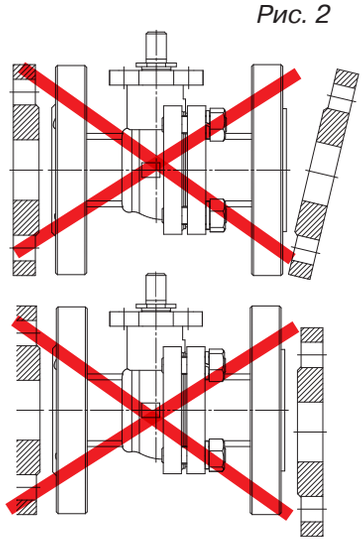

Рис. 3
7. При установке крана на трубопровод необходимо, чтобы магистральные фланцы были приварены без перекосов. (Рис. 3) Убедитесь в том, что на составной корпус крана не будет оказываться нагрузка от трубопровода.